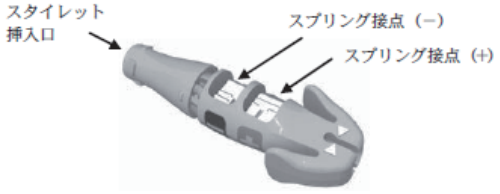

図1:EZ-4コネクタツール
① 滑らかな表面をもつ滅菌された器具を用いスタイレットに緩やかな曲がりを付け、EZ-4コネクタツールのスタイレット挿入口から、コネクタピンの中に注意深くスタイレットを挿入する（図1）。
② 新たにスタイレットを挿入するときは、既に挿入されているスタイレットを抜く。
③ リードを静脈に挿入する前に、スタイレットを完全にリードに挿入する。